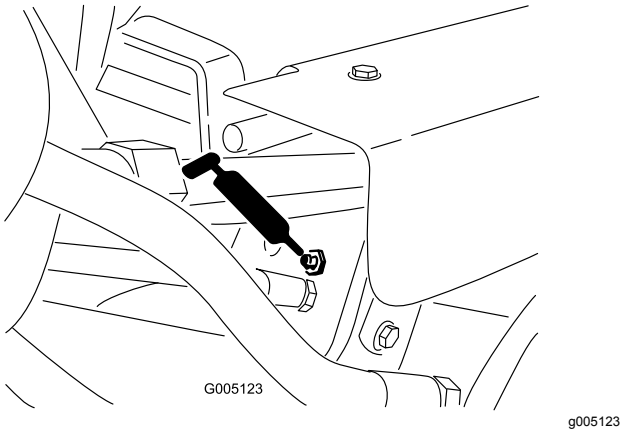

Figur 35
- Løftecylindre (3) (Figur 35)